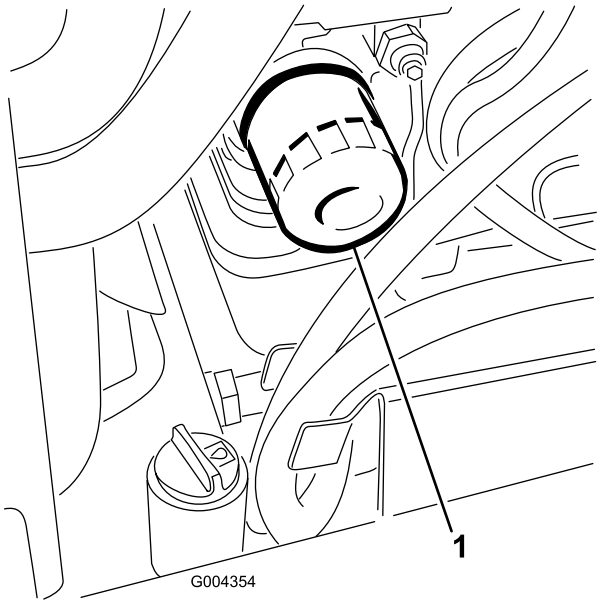

Figur 44
3. Ta av oljefilteret (Figur 44).